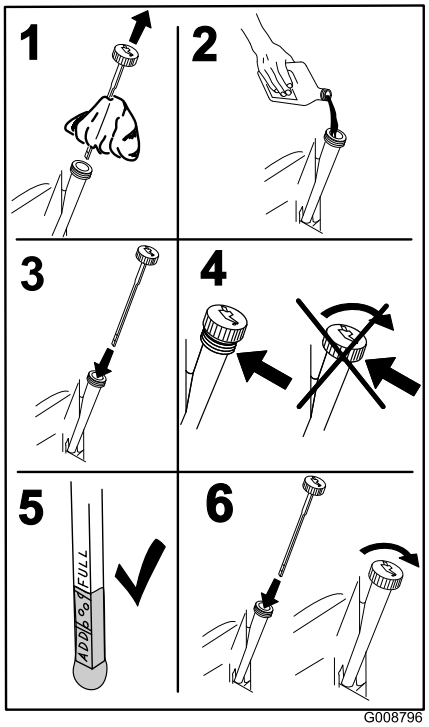

Figuur 51
5. Giet langzaam ongeveer 80% van de gespecificeerde olie in de vulbuis en voeg langzaam de rest van de olie toe tot het peil de markering **Vol** bereikt (Figuur 51).